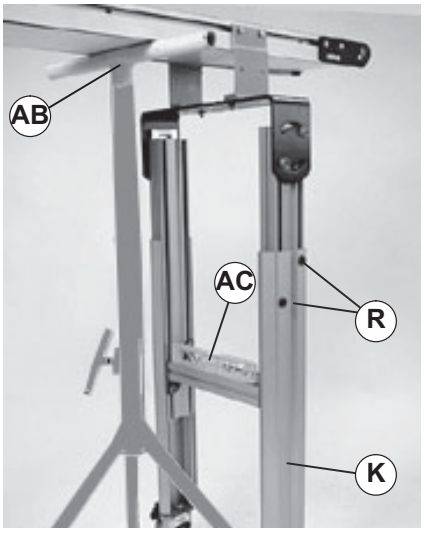

Figure 21
1. Using a support (Figure 21, item AB), raise conveyor and stand off the floor.
Failure to secure screws (Figure 21, item R) may cause conveyor sections to drop down causing severe injury.
1. Loosen boot screws (Figure 21, item R).
3. Tighten button screws (Figure 21, item R) to 150 in–lb (17 N–m).